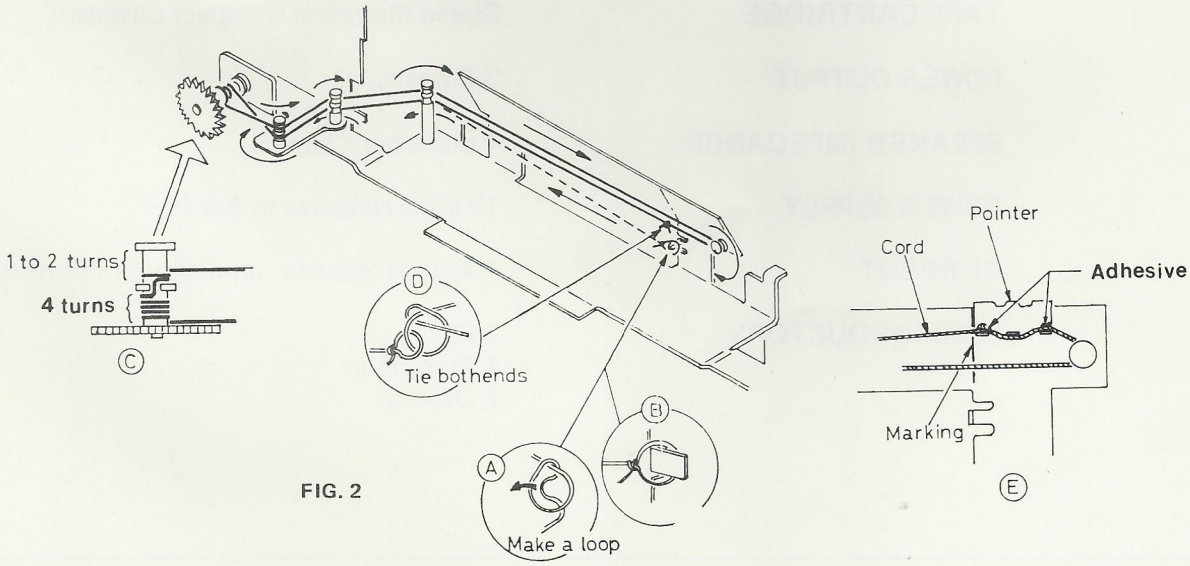

FIG. 2
2. Using a 500mm length of dial cord tie a loop in one end and hook this loop over the lug as shown in "B" Fig. 2.
3. Take the cord in the direction of the arrow around the 3 pulleys and wind it around the tuning shaft as shown in "C" Fig. 2.
4. Take the cord back around 4 pulleys – release the looped end from the lug and tie the free end to the loop, as shown in "D" Fig. 2.
5. Turn the tuner shaft fully anti-clockwise and fit the pointer to the cord in the position as shown in "E" Fig. 2.